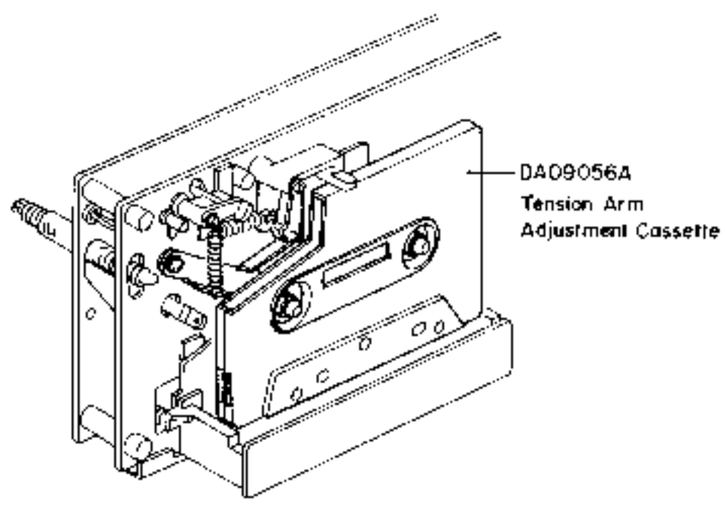
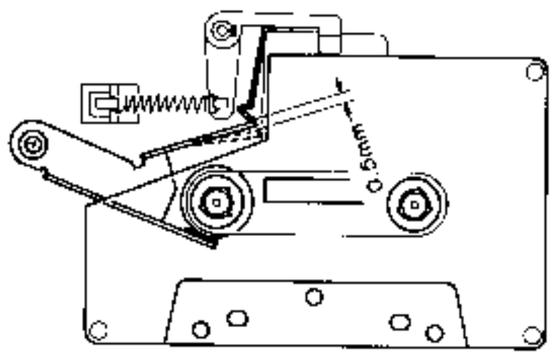

Fig. 2.10
Fig. 2.11
Refer to Figs. 2.10 — 2.13.
(1) Load a Tension Arm Adjustment Cassette (DA09056A) in the cassette deck referring to Fig. 2.10.
(2) Set the cassette deck in Play mode.
(3) Bend the Back Tension Arm with pliers so that the gap between the Cassette Holding Spring assembled on the Head Base Ass'y and the Back Tension Arm becomes 0.5 mm as shown in Fig. 2.11. Do not bend the top of the Back Tension Arm.
(4) Set the cassette deck in Stop mode, and remove the Tension Arm Adjustment Cassette (DA09056A), then set the cassette deck in Cue mode.